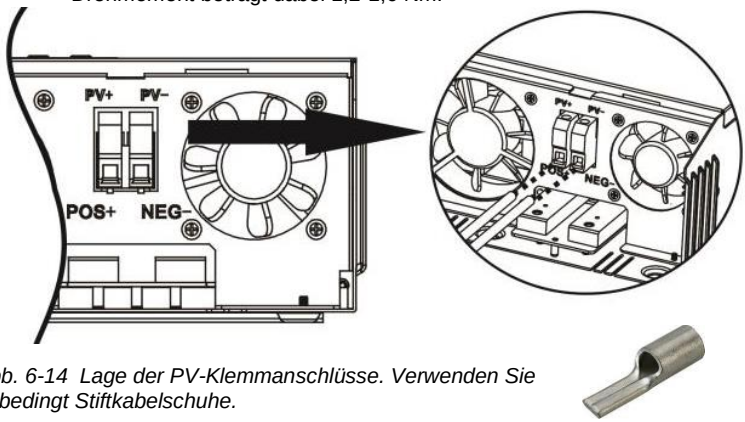

Abb. 6-14 Lage der PV-Klemmanschlüsse. Verwenden Sie unbedingt Stiftkabelschuhe.
- Führen Sie die konfektionierten Leitungsenden durch die entsprechende Bodenöffnung und schrauben diese gemäß der Polarität an den PV-Klemmanschlüssen (Abb. 6-14) an. Das aufzubringende Drehmoment beträgt dabei 1,2-1,6 Nm.